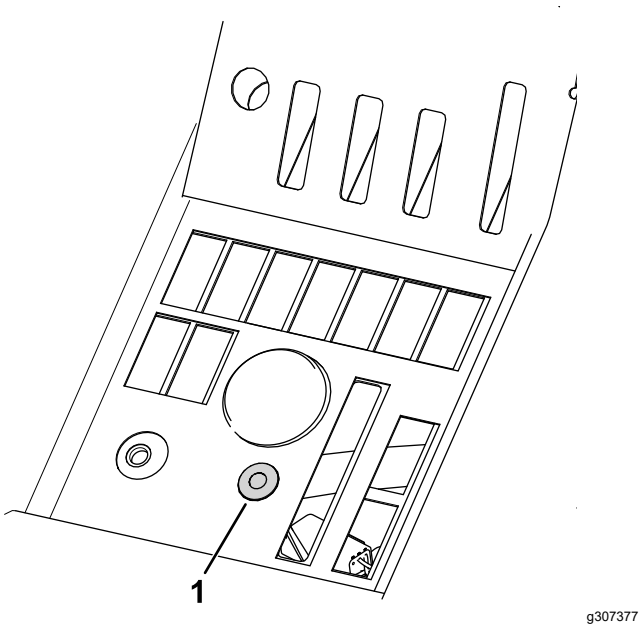

Figur 5
7. Fjern pluggen, og monter LED-lyset i kontrollpanelet som vist i Figur 5.